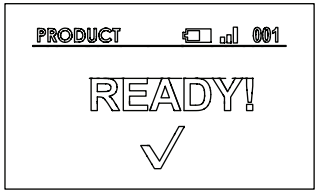

Fig. 7
If the unit has been properly configured a short press on the power button shows on the screen the "ready for use" mode (figure 7).
In the "ready for use mode" (figure 7) are displayed the product (1) associated to the hose reel, the battery charge indicator (2), the wireless strength (3) and the hose reel number (4) paired.